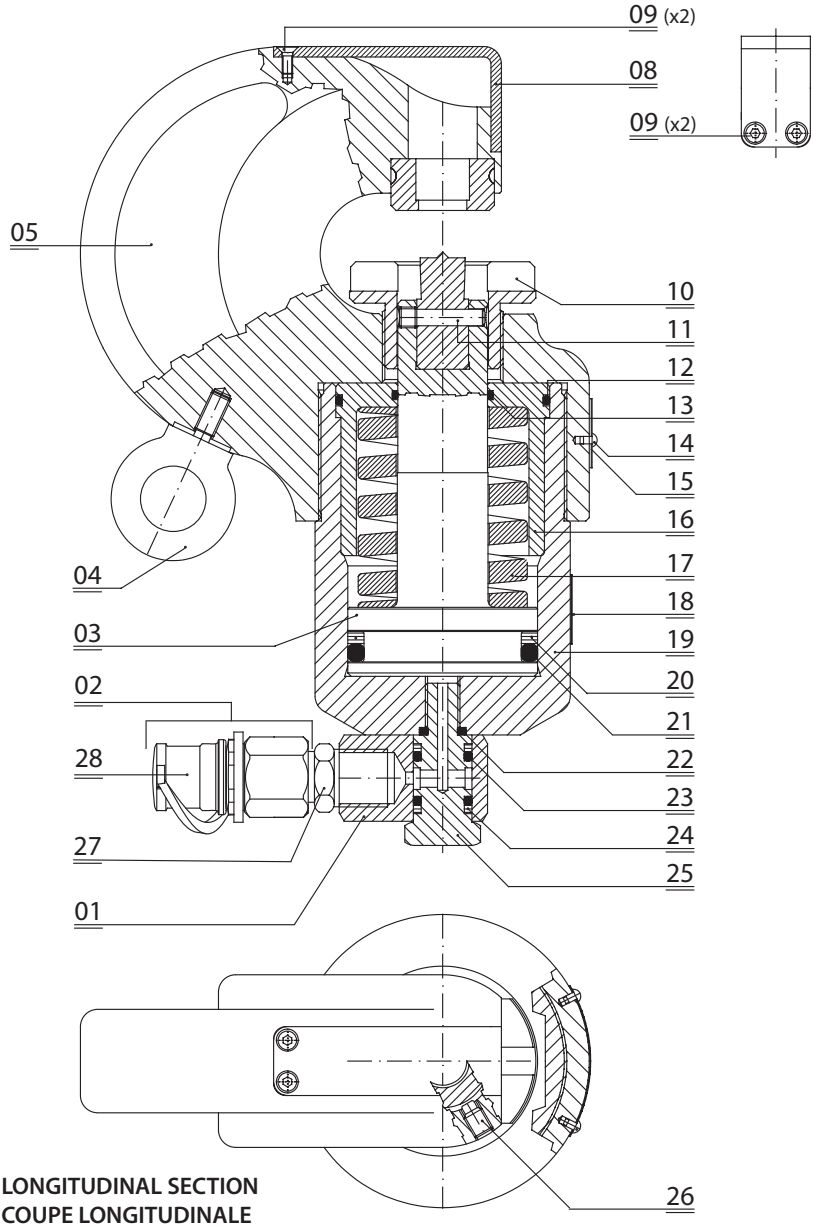

FIG. 4 LONGITUDINAL SECTION
9. LISTA DEI COMPONENTI (Rif. a Fig. 4 o 5)